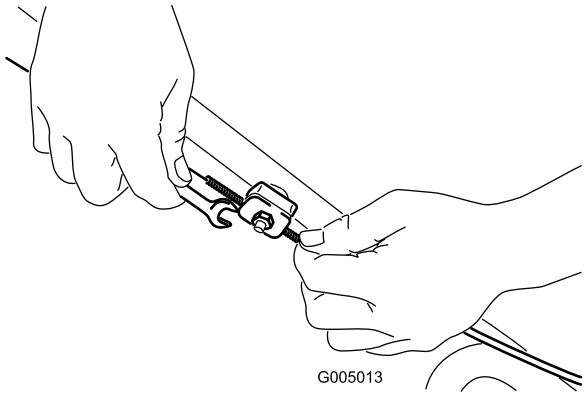

Figura 29
1. Allentate il dado del supporto cavo (Figura 29).